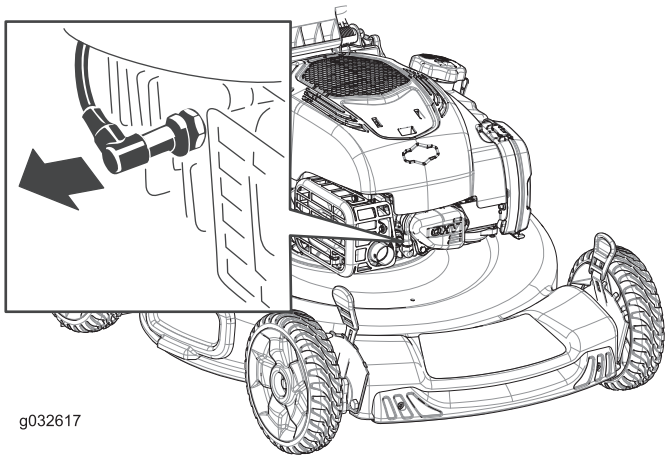

Figure 29
2. Débranchez le fil de la bougie (Figure 29) avant de procéder à un quelconque entretien.